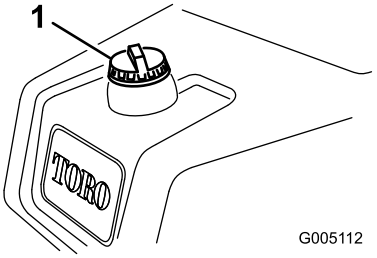

Figur 23
1. Gör rent omkring tanklocket (Figur 23).